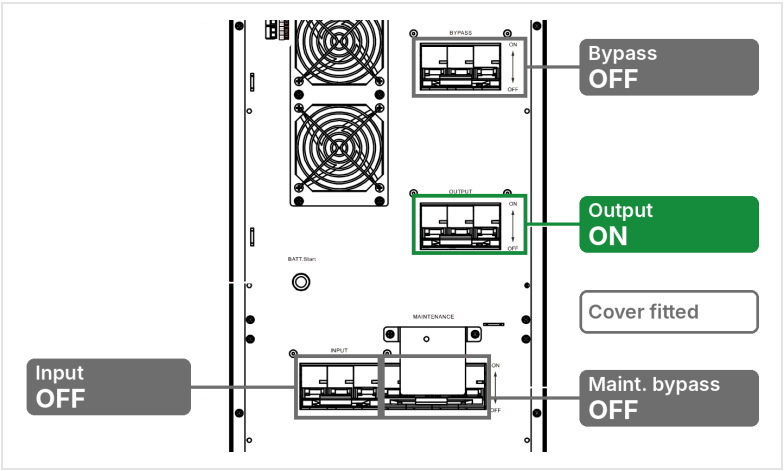

FIGURE 6-4 Shutdown, step 4: INPUT and BYPASS OFF
4. Open the INPUT and BYPASS breakers (Figure 6-4).